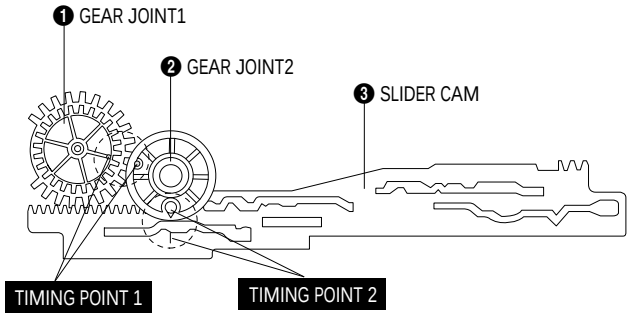

Fig. 4-17 Gear Joint 1,2 Assembly
1) Be sure to align dot mark of Gear Joint 1 ❶ with dot mark of Gear Joint 2 ❷ as shown Fig 4-17. (Refer to Timing point1)
2) Confirm the Timing Point 2 of the Gear Joint 2 ❷ and Slider Cam ❸.